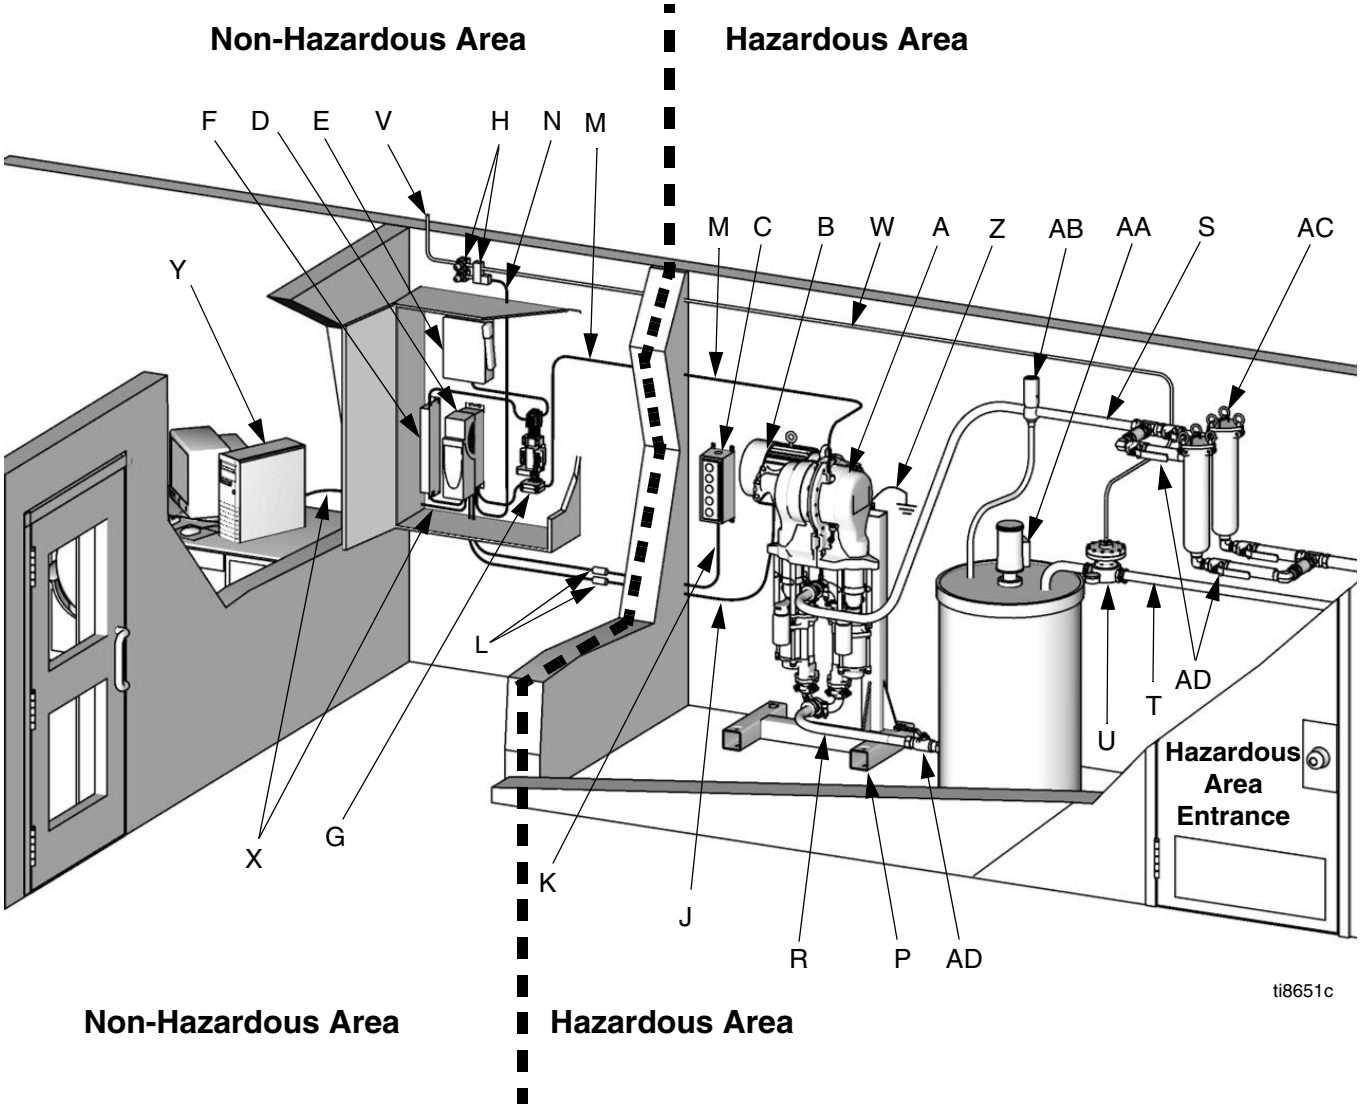
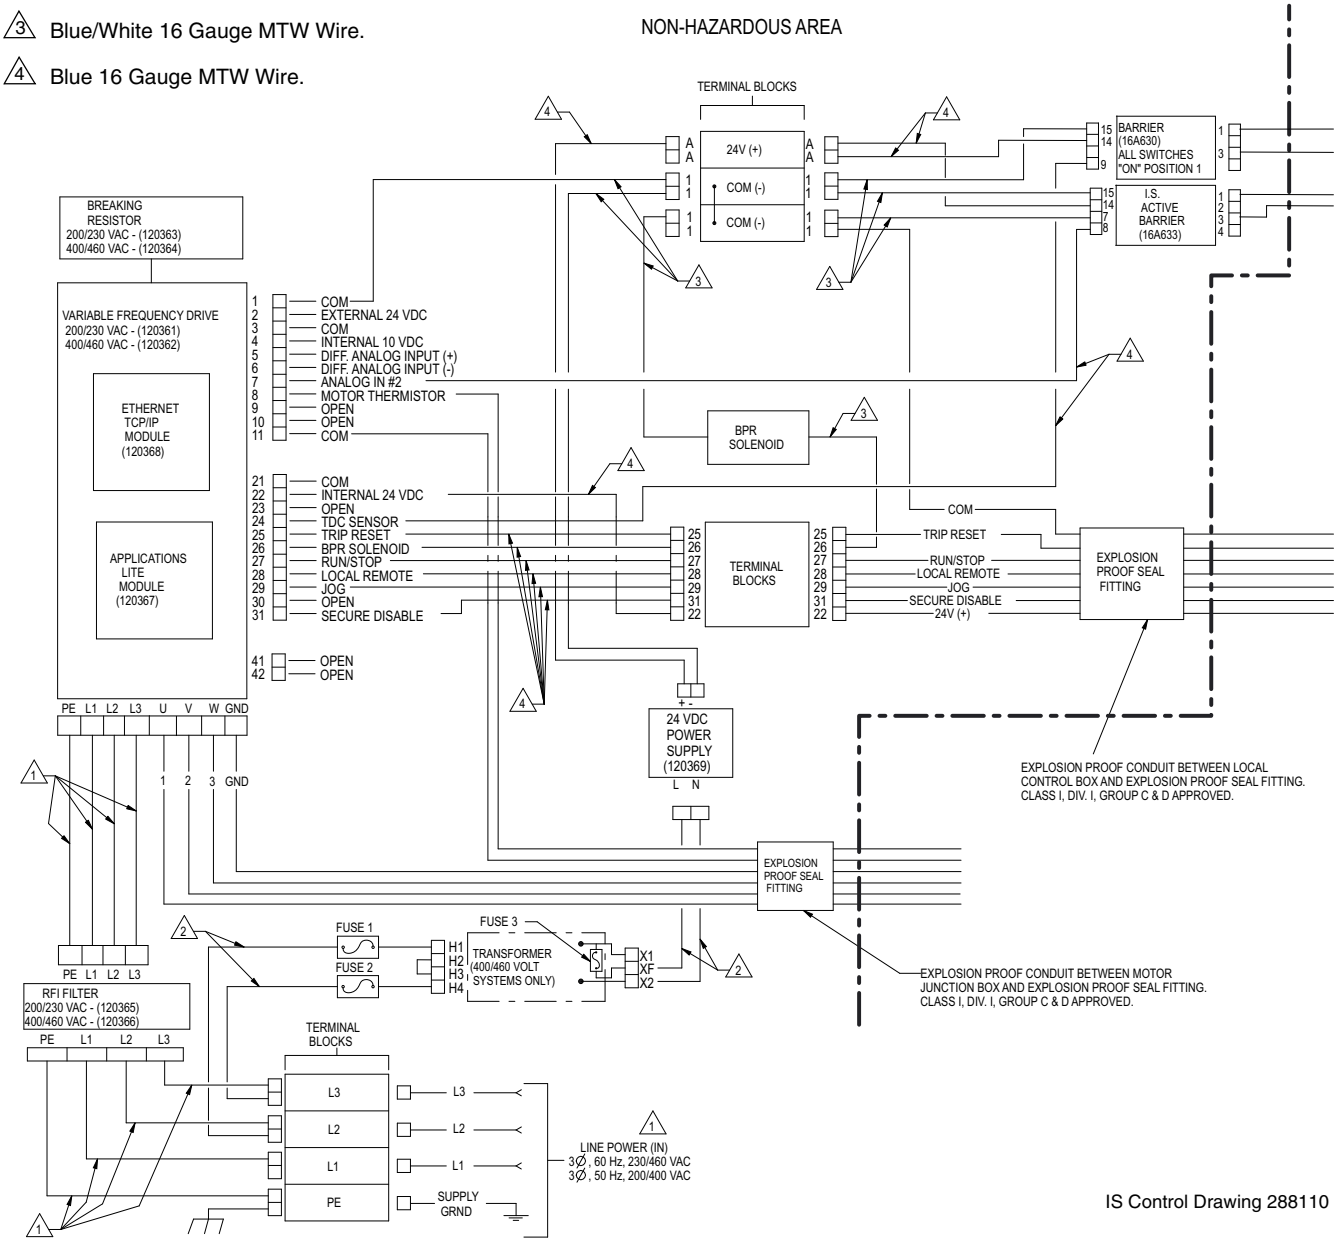
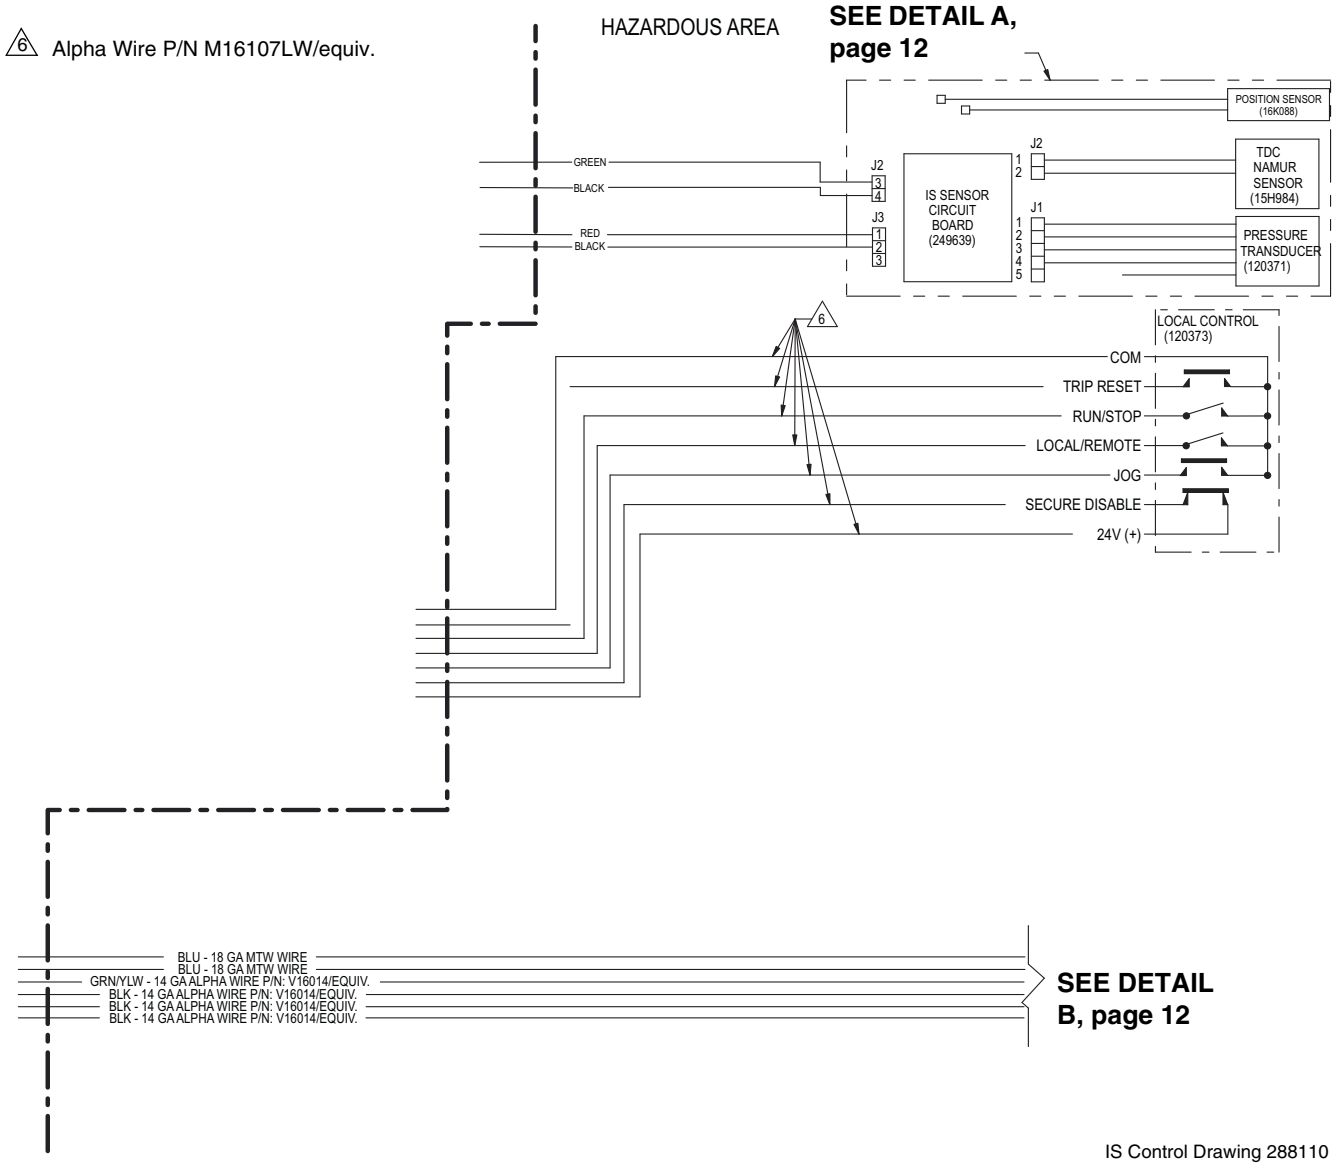

FIG. 1: Typical Installation
FIG. 2: System Wiring Schematic, Non-Hazardous Location Only
FIG. 3: System Wiring Schematic, Hazardous Location
FIG. 1 illustrates a typical North American system installation, showing the major system components. Also see the wiring schematic in FIG. 2 and FIG. 3.
See FIG. 1. The following system components are approved for use in a hazardous area:
NOTE: All other components shown in FIG. 1 **must** be installed in a **non-hazardous area**.
See FIG. 1. Install the following components in a non-hazardous area:
FIG. 2 shows components that must be installed in a non-hazardous location.
FIG. 3 shows components approved for installation in a hazardous location, and FIG. 4 shows detail views of hazardous location components.
See FIG. 1 on page 9. Install a power disconnect switch (E) in the non-hazardous area. This switch must shut off and lock-out all electric power to the system.
See FIG. 1 on page 9. Install the power module (G) in the non-hazardous area.
See FIG. 2 Electrical Schematic for module wiring connections.